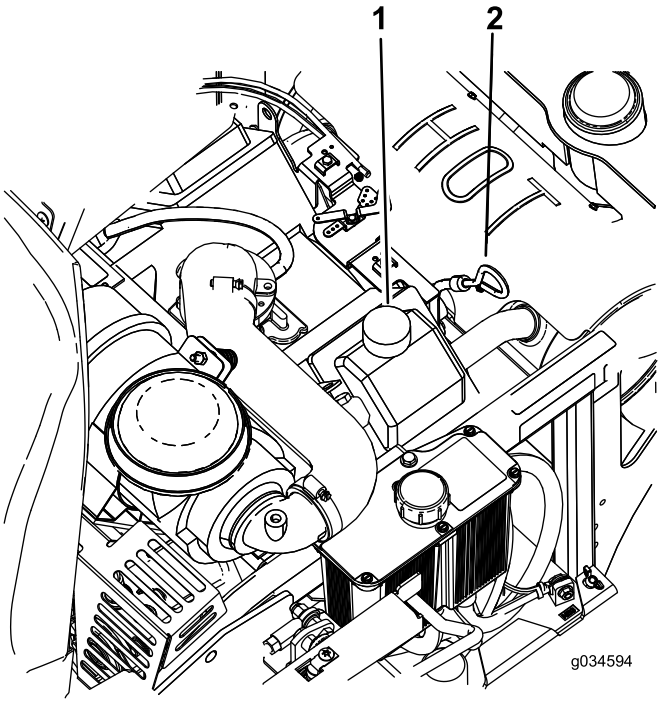

Bild 39
5. Reinigen Sie den Bereich um den Peilstab (Bild 39).
9. Wenn der Ölstand niedrig ist, wischen Sie den Bereich um den Ölfüllstutzendeckel ab, nehmen Sie den Deckel ab und füllen bis zur **Voll**-Markierung am Peilstab auf (Bild 39). Füllen Sie nicht zu viel ein.
4. Gießen Sie langsam ungefähr 80 % der angegebenen Ölsorte in den Einfüllstutzen und füllen Sie dann vorsichtig mehr Öl ein, um den Ölstand an die **Voll**-Markierung am Peilstab zu bringen (Bild 39).
5. Lassen Sie den Motor an und fahren Sie auf eine ebene Fläche. Prüfen Sie den Ölstand (Bild 39).